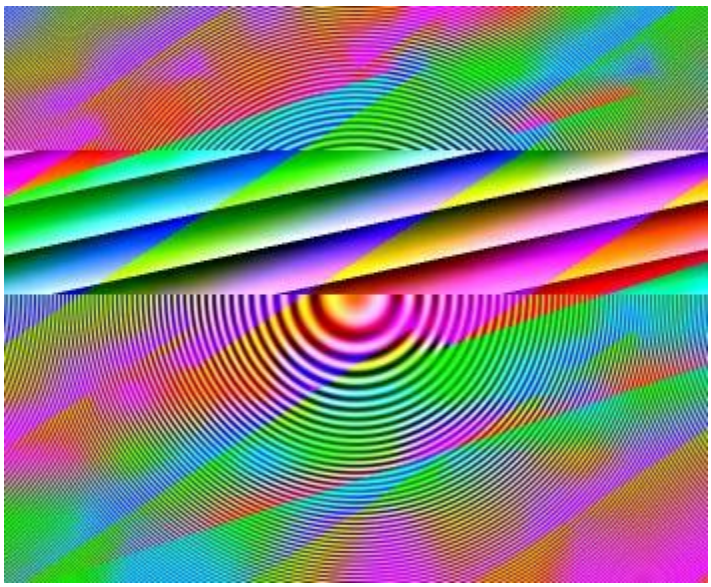

Figure 12.5-3. Example of emulated frame
11. If step 8 is compeleted, the frames for testing video processing will be recorded to thefiles jpeg storage folder (Figure 12.5-3).
12. To stop the testing process, click the Stop button (Figure 12.5-3, 10).